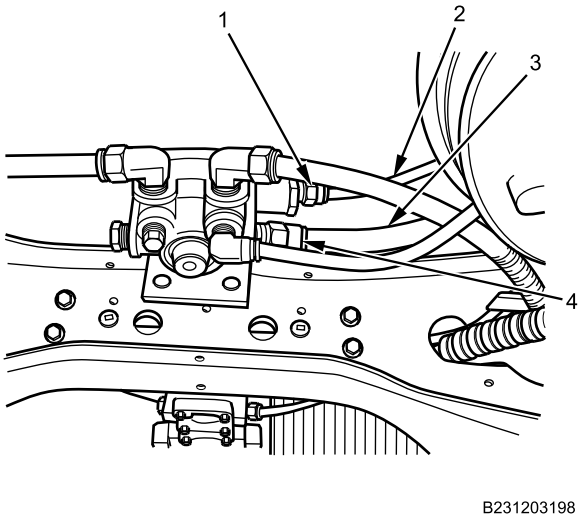

Figure 15. Air Brake Relay Valve Air Hose.
17. Connect air line (Figure 15, Item 2) on air brake relay valve fitting (Figure 15, Item 1).
18. Connect air line (Figure 15, Item 3) on air brake relay valve fitting (Figure 15, Item 4).